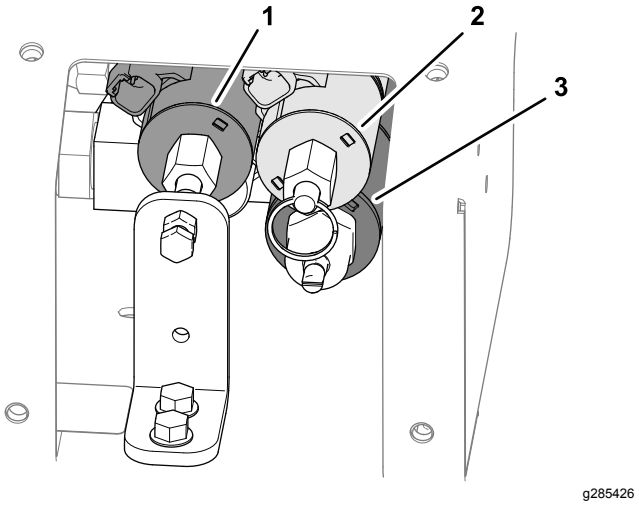

Figur 28
3. Finn de tre kontrollventilene (Figur 28).